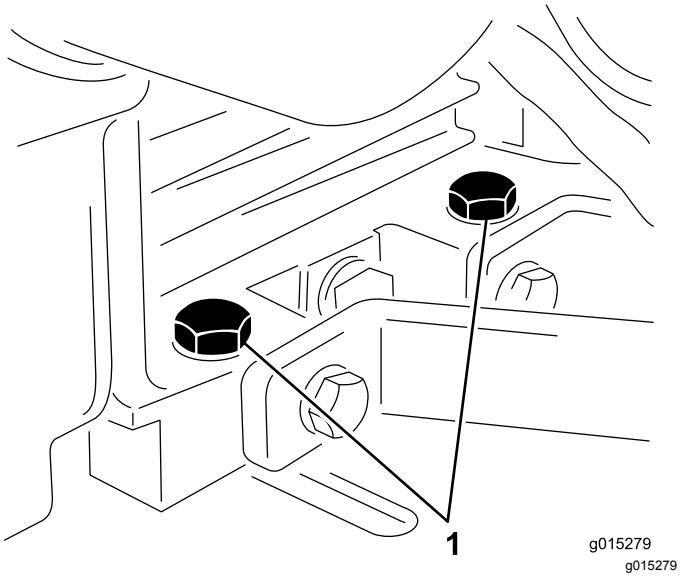

**Figur 21**
2. Lossa motorns monteringsskruvar (Figur 21).